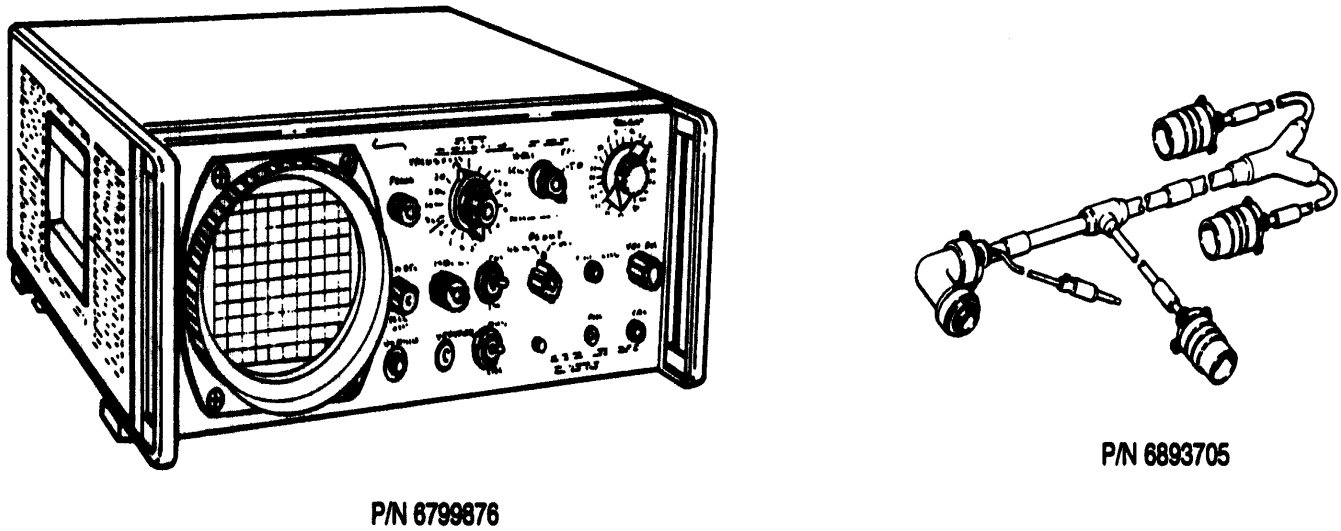

Figure 2. 6799876 Torquemeter Test Set and 6893705 Test Set Adapter Cable
15. 6799876 TORQUEMETER RUNOUT TEST SET. (figure 2)